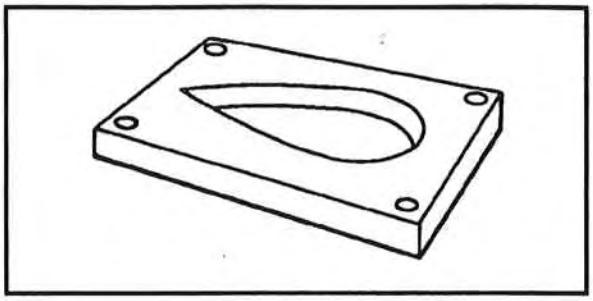

Figure 5-28. Hold-down plate
- Make sure the material is correctly clamped to the forming block. There are several ways to do this. For parts such as the blister, it is best to use a full metal cutout or a steel hold-down plate (Figure 5-28).